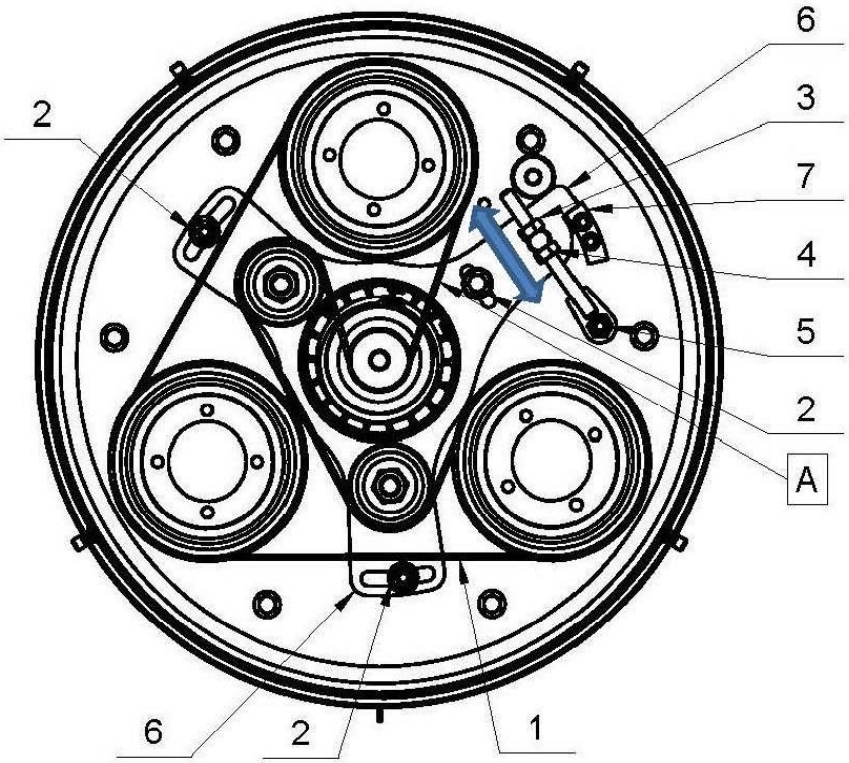

Figure 8.9.2
Fig.8.9.2 shows the diagram of the belt. To remove the belt (1), unscrew the nut (3), the three nuts (2), and the nut (5) such that the tensioner (6) can be turned around the central axle. Clean the washers and surrounding area, and check all bearings of the pulley units and tensioners for too much clearance or rolling noise). Rotating the tensioner will allow the central distance to be reduced in such a way that the timing belt may be fitted without force. Installation with the **use of force is NOT permissible** at any time, as this can damage the high quality, low stretch tension cord and other components. This damage is